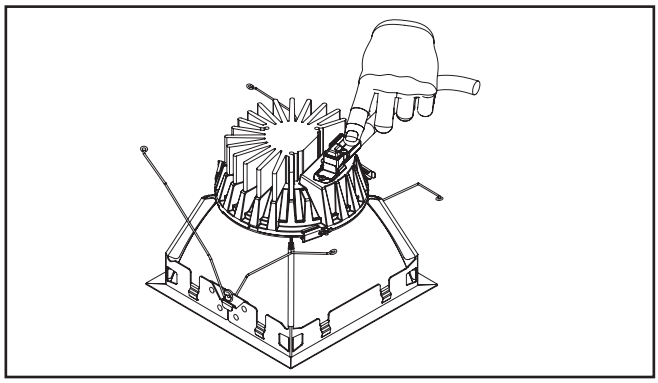

Figure 7.
7. Alignez correctement le connecteur comme indiqué en (Figure 7). Branchez la prise de débranchement rapide du luminaire sur le module.